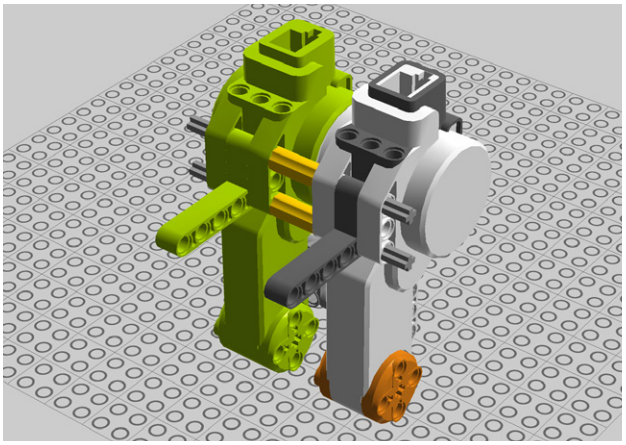

Figure 1-19. *Step 15: Connecting the second motor*
15. Connect another motor as you see in Figure 1-19. Make sure to hold another angle beam in place as you slide the cross axles through the new motor's holes.